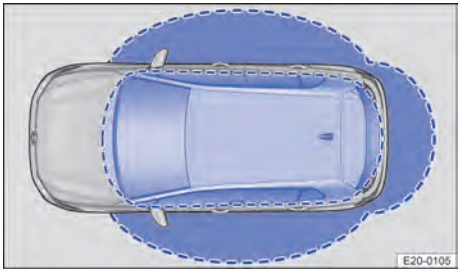

**Fig. 50** Sistema de apertura sin llave: zonas de proximidad.
1. Si se detecta la llave en alguna zona de proximidad → fig. 50, el vehículo se desbloquea. Todos los intermitentes parpadean dos veces.